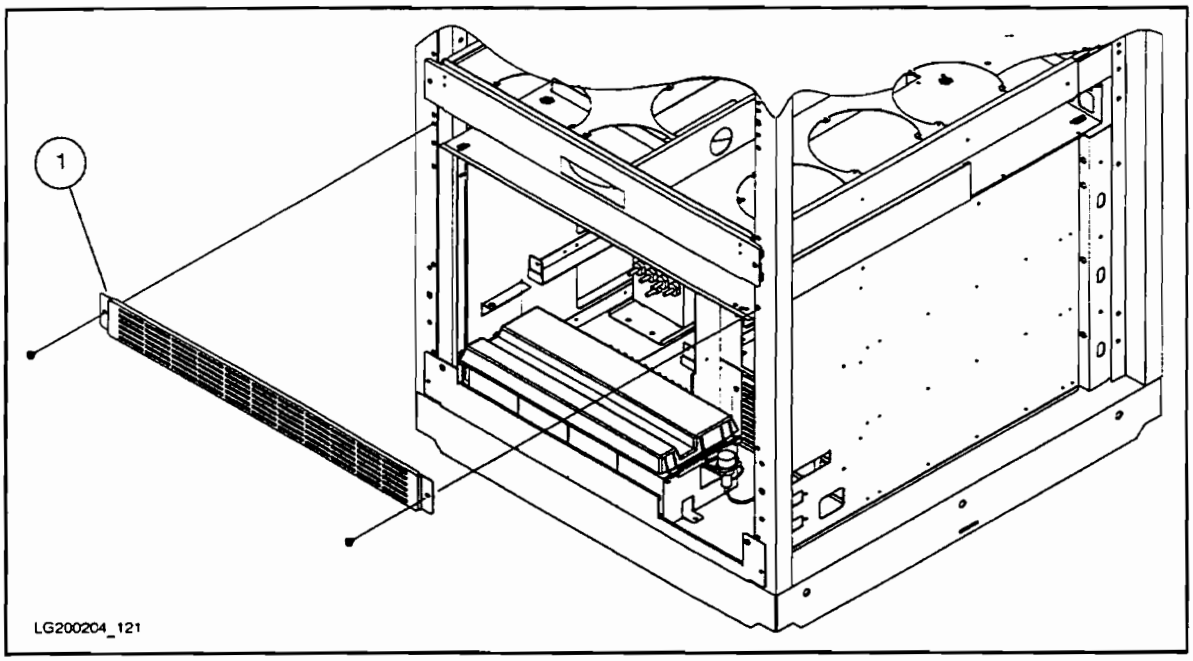

Figure 9-10. Cabinet Grill (Cabinet Front)
2. From the front of the cabinet, remove the grill plate (item 1 in Figure 9-10) in the middle of the cabinet by removing the two side screws. This allows you to see and access the one side panel screw that connects the right side panel to the cabinet.